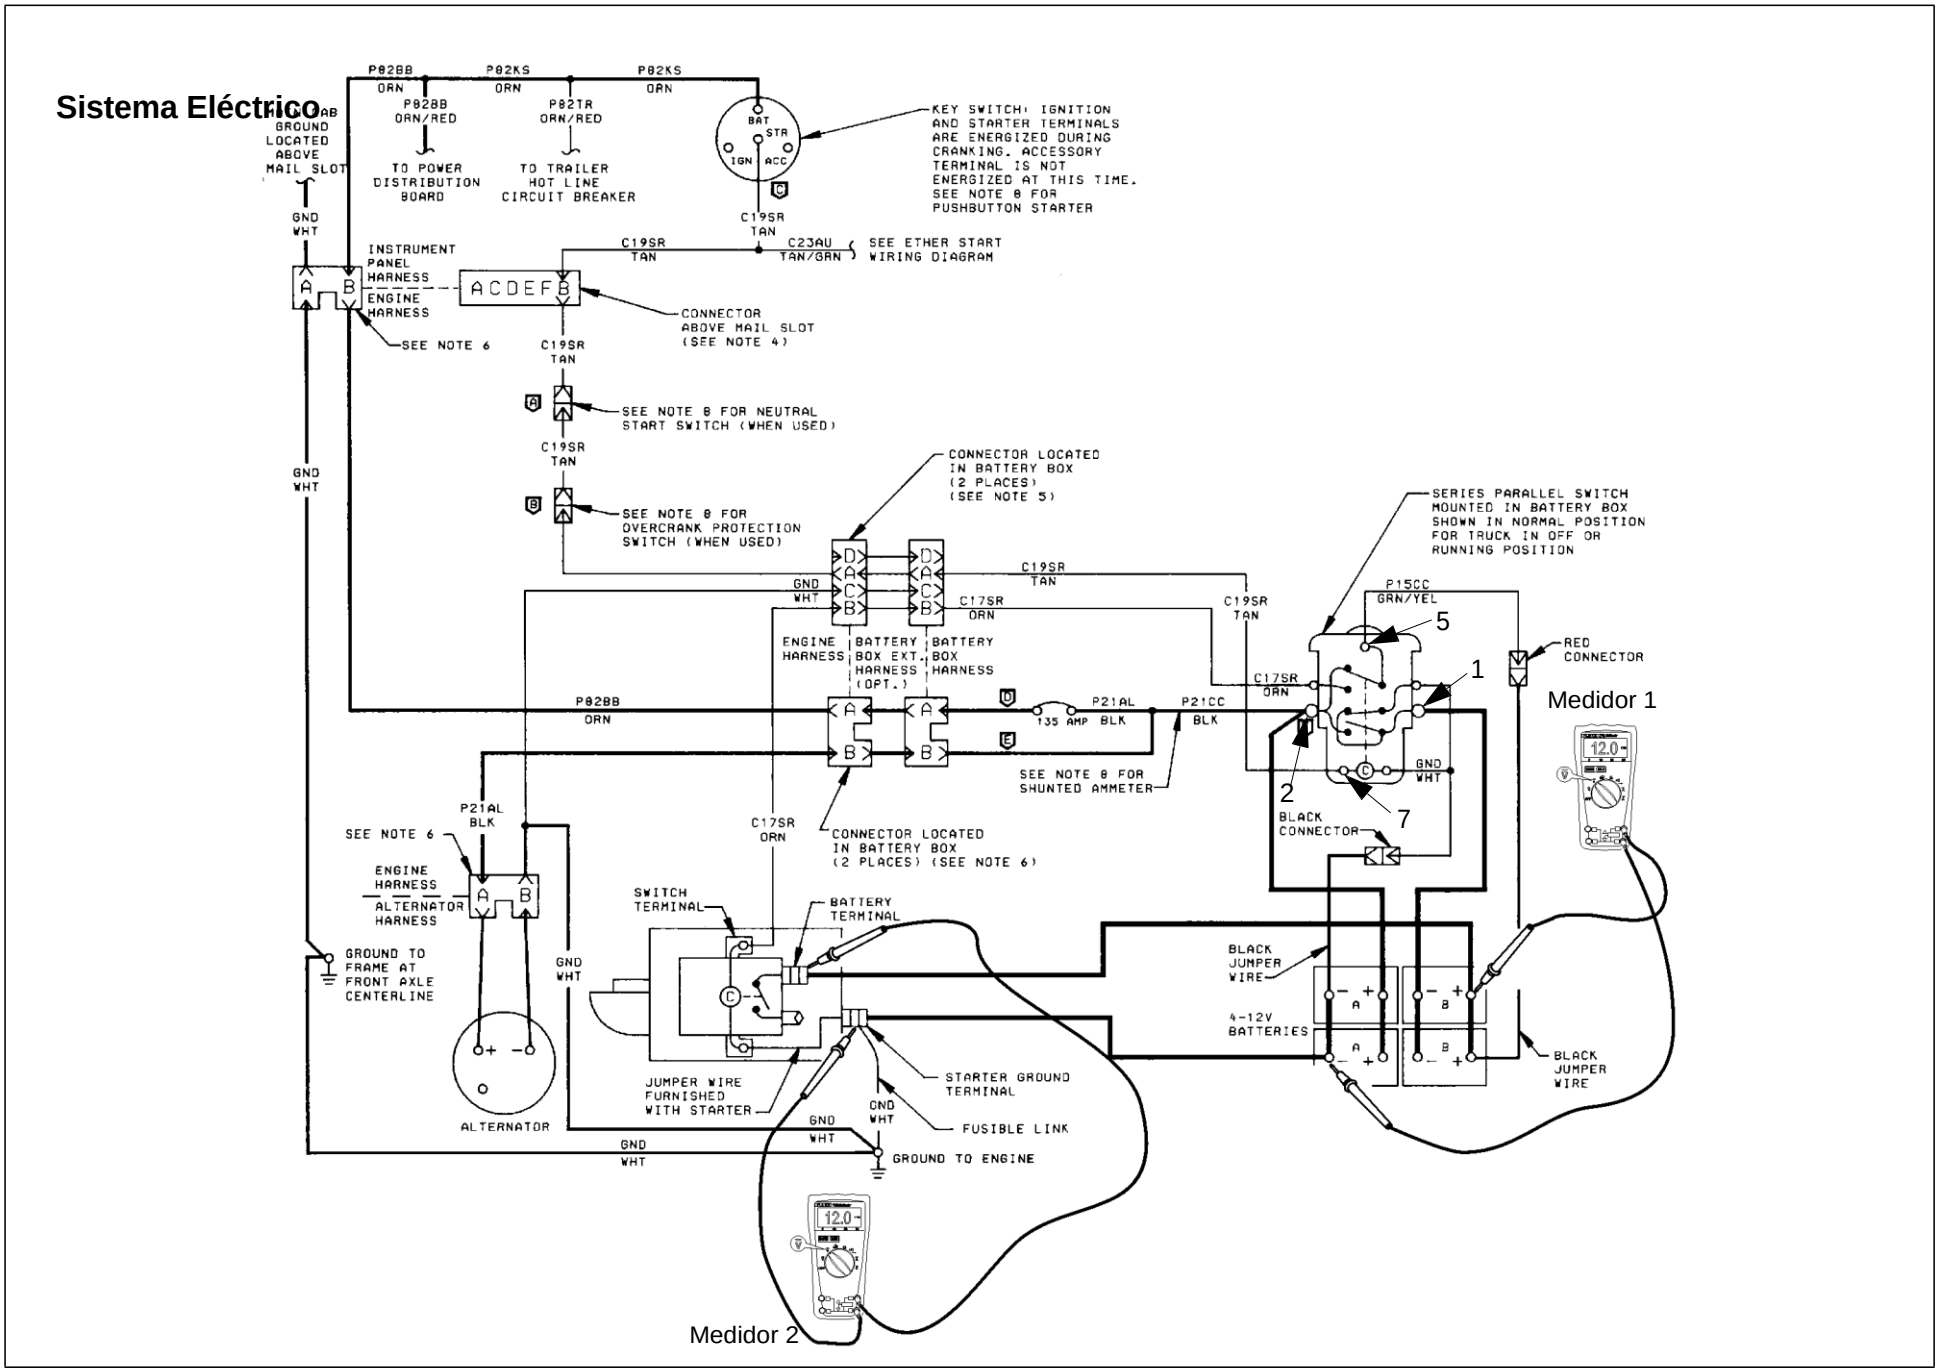

Figura 15-60
4. Conecte un interruptor de encendido remoto desde la terminal #2 a la terminal #7 del interruptor en serie-paralelo. **Ver Figura 15-60.**